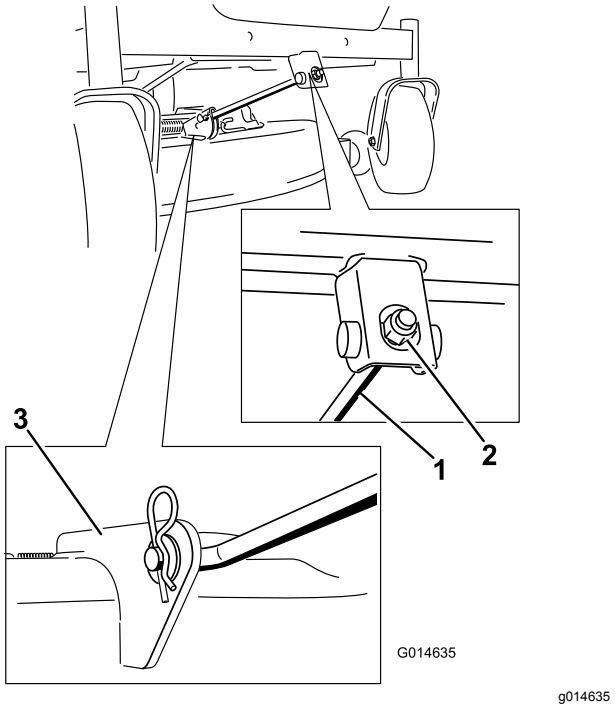

Figure 56
6. Fixez la tige de support avant au tablier de coupe à l'aide de l'axe de chape et de la goupille fendue (Figure 56).